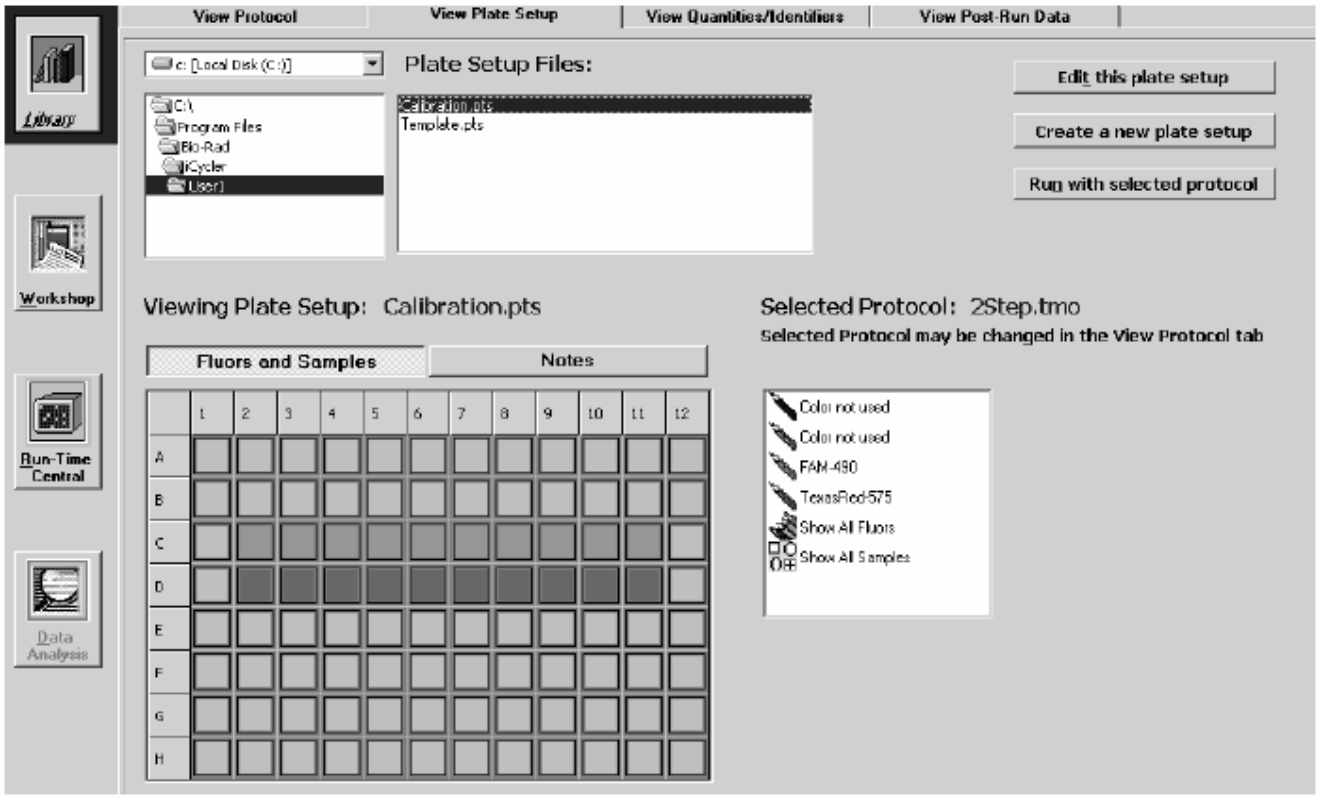

Рис.4-2. Окно просмотра описания планшета, красителей и проб в режиме показа всех красителей.
- Просмотр описания планшетов (**VIEW PLATE SETUP**). Позволяет открыть сохраненные файлы описания планшетов. Выводится информация о расположении отдельных реакционных лунок, типах образцов и флюорофорах, которые предполагается анализировать в каждой лунке (см. рис. 4-2 и 4-3).
В этом окне пользователь может просматривать директорию файлов описания планшета. При выделении определенного файла в этой директории на экран выводится описание описания планшета, включая выбранные для наблюдения лунки, типы проб и типы флюорофоров в каждой лунке (Рис. 4-2).